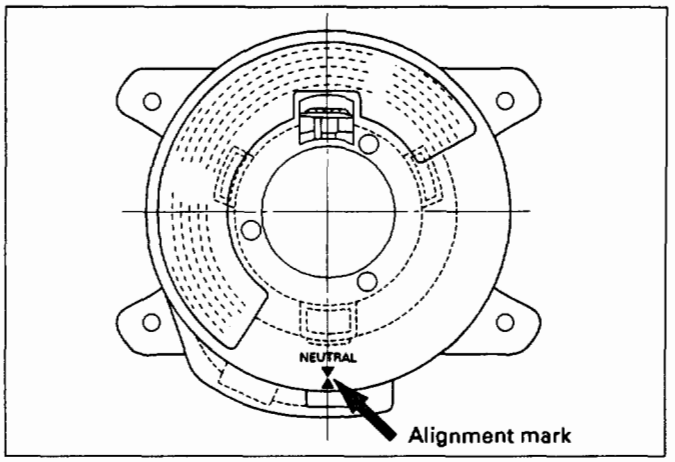

Fig. 3F4-38
- Turn the SRS coil clockwise to full, return about 3 turns and align the neutral mark (Fig. 3F4-38).